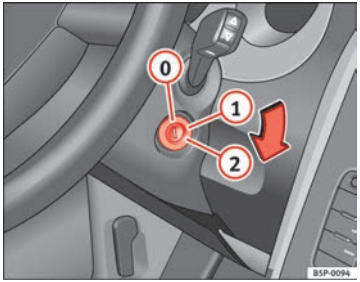

Fig. 136 Ignition key positions
In this position ⇒Fig. 136 the ignition and the engine are OFF and the steering may get locked.
– Turn the ignition key to position ⇒ Fig. 136 (1). The warning lamp ϖ will light for engine pre-heating.
– When the lamp turns off, turn the ignition key to position (2) to start the engine. Do not press the accelerator.
– Turn the ignition key to position ⇒ Fig. 136 (0).